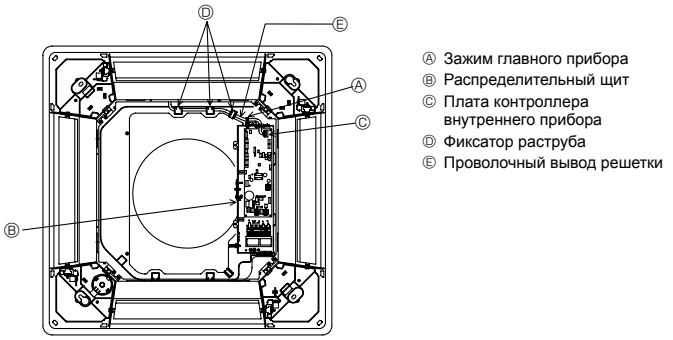

Fig. 5-8
5.4.4. Соединение проводов (Fig. 5-8)